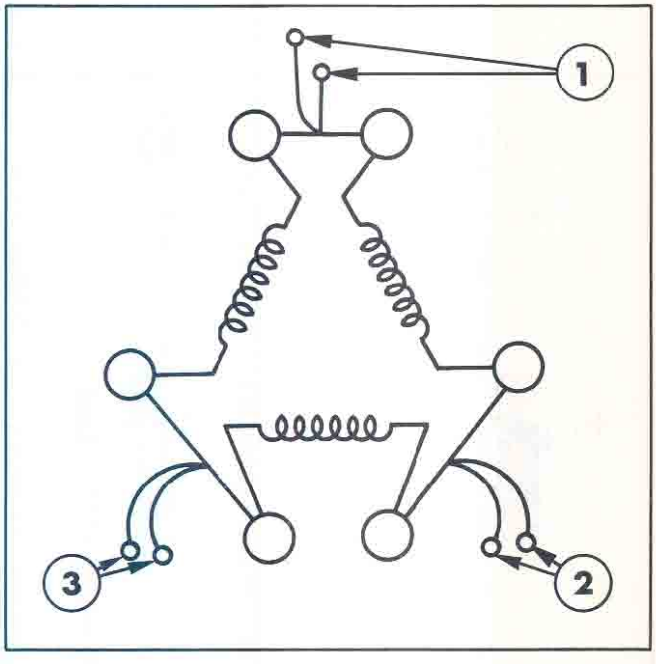

Figure 41
2. The "Delta" wound stator, used in 55 ampere alternators, terminates the ends of the three windings to form three junctions of two conductors each, see Figure 41.